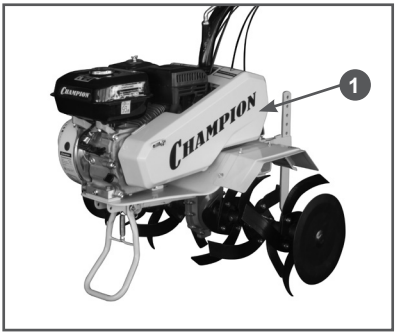

Рис. 10 Кожух защитный ремней
2. Снимите кожух 1 защитный ремней (Рис. 10).